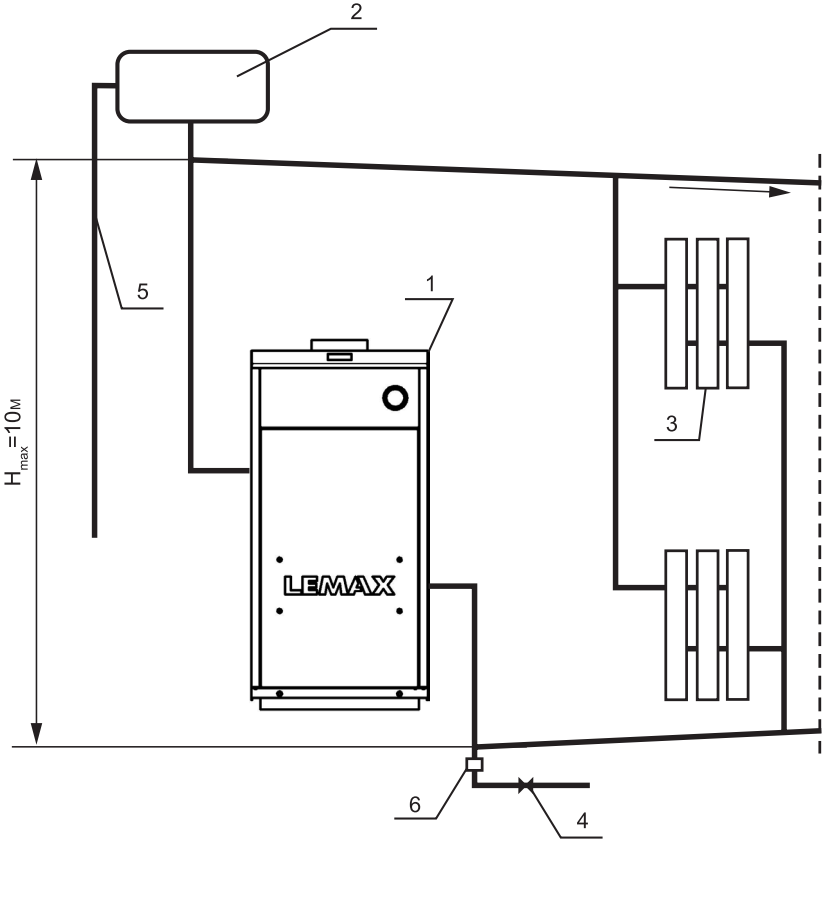

Рис. 2.
6.6. Расширительный бачок устанавливается в верхней точке главного стояка, желательно в отапливаемом помещении. Запрещается устанавливать вентиль на сигнальной трубе (см. рис. 2, 3).